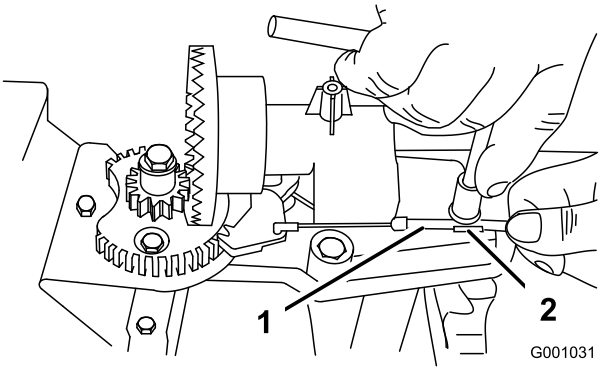
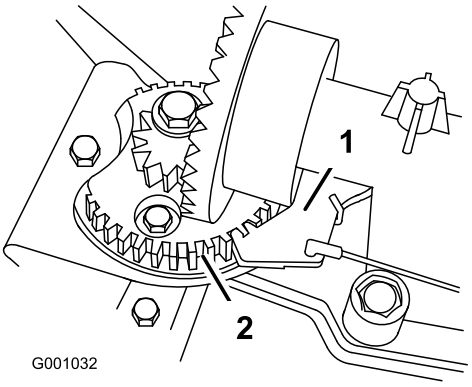

Figur 47
Figur 48
2. Løsn bolten på kabelklemmen (Figur 47).
3. Tag fat i kabelrøret, og bevæg det mod maskinens forende, indtil udblæsningsskeslåsen går helt i indgreb med tandhjulstænderne (Figur 47 and Figur 48).
Bemærk: Låsen er fjederbelastet og går naturligt ind i tandhjulstænderne (Figur 48).